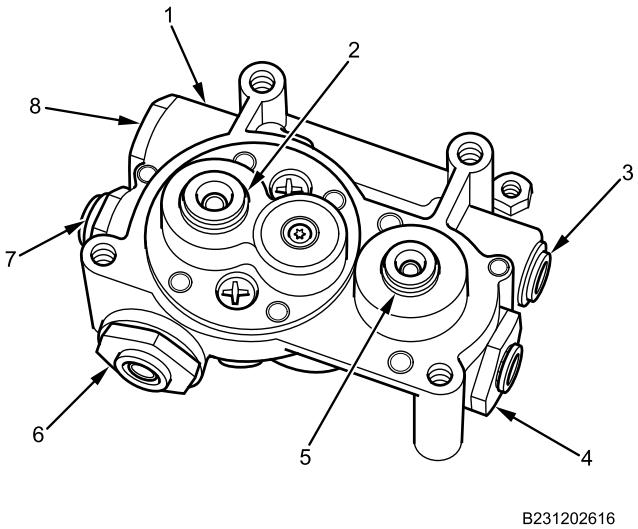

Figure 8. Tractor Protection Valve Fittings.
1. Install the air line connector fittings (Figure 8, Item 2, 3, 4, 5, 6, 7 and 8) on tractor protection valve (Figure 8, Item 1) and tighten securely.